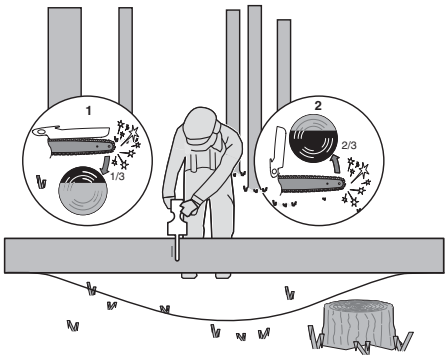

Fig. 4
Quand le billot est soutenu aux deux bouts (Fig. 4), tel qu'illustré, coupez 1/3 le diamètre à partir du tronçonnage au sommet (1). Par la suite, terminez la coupe en tronçonnant (2) le 2/3 plus pas pour rencontrer la première coupe.